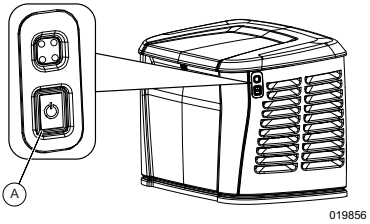

Figure 3-6. External Generator Emergency Shutdown Switch (all models)
See ***Figure 3-6***. A generator emergency shutdown switch (A) is located on the exterior of the generator side panel. This generator emergency shutdown switch shuts down generator and disables restarts.